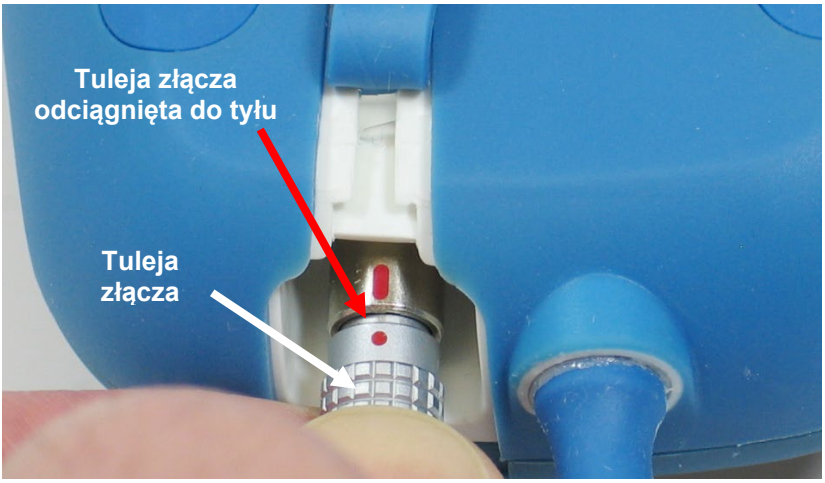

Rysunek 11: Widok na tuleję złącza z bliska
1. Przytrzymać i pociągnąć metalową tuleję złącza wyjściowego DC, aby odłączyć złącze od ładowarki Vesta. **Patrz Rysunek 11.**